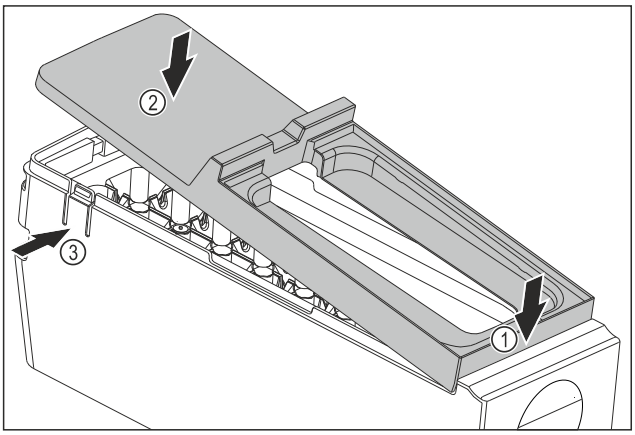

Fig. 144
▶ Montați apărătoarea corpului EasyTwist-Ice: Așezați în față apărătoarea. *Fig. 144 (1)*
▶ Coborâți în spate apărătoarea. *Fig. 144 (2)*
▷ Apărătoarea se fixează în poziție cu zgomot specific în cele două eclise *Fig. 144 (3)*.